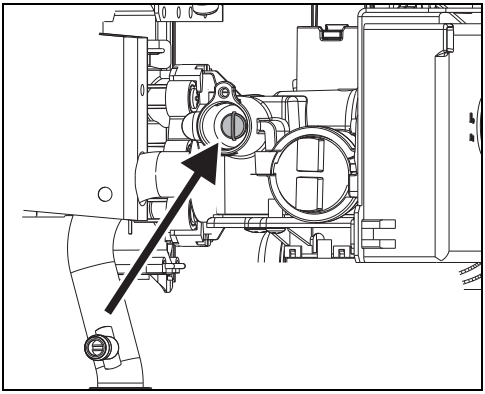

Рис. 15 Винт регулировки макс. расхода газа
- Снять пломбу с регулировочного винта (рис. 15).
- При помощи регулировочного винта (рис. 15) отрегулировать давление перед форсункой по таблице 7.